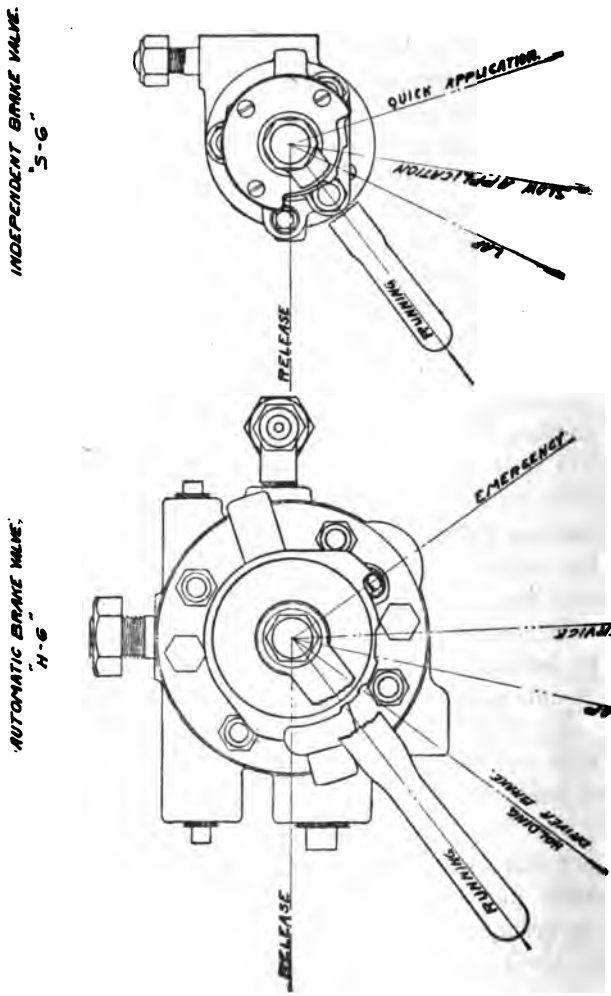

FIG. 74.—BRAKE VALVES—POSITIONS OF HANDLES.
A. They are release, running, holding (see Fig. 74), lap, service application, and emergency application positions.
Q. What does Fig. 74 represent?